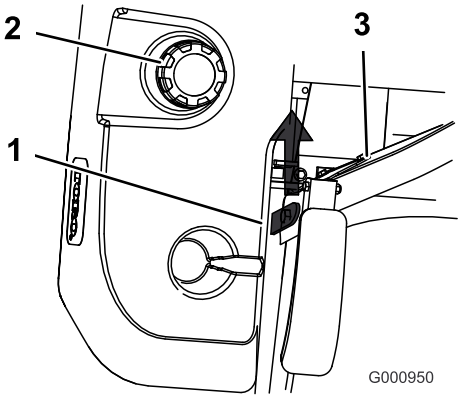

Figur 23
3. Höj upp sätet. Detta ger åtkomst till maskinen under sätet (Figur 23).